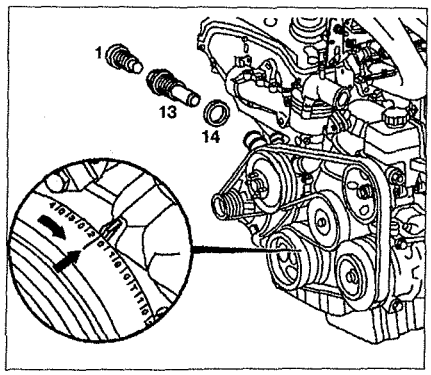

Рис. 2.10. Натяжное устройство цепного привода:
3. Снимите натяжное устройство **13** в сборе (см.рис.2.10). Натяжное устройство в сборе показано на рис. 2.10.